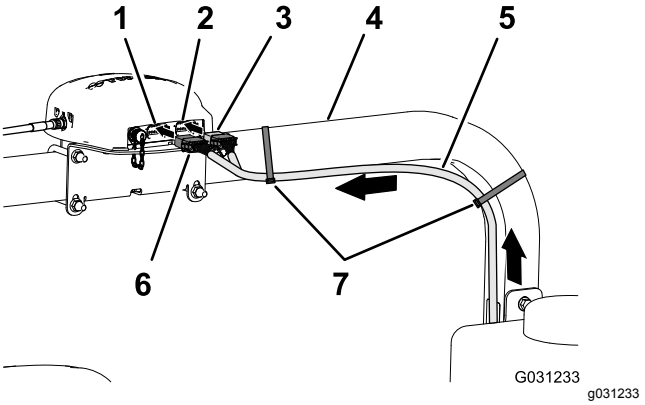

Figuur 158
2. Leid de aftakking van 390 cm van de datakabel langs de rechter rolbeugelbuis, met de stekker met 12 bussen (grijs) en de stekker met 12 bussen (zwart) omhoog naar de navigatieontvanger (Figuur 158).
7. Bevestig de aftakking van 390 cm van de datakabel met 2 kabelbinders aan de rechter rolbeugelbuis, zoals wordt getoond in Figuur 158.